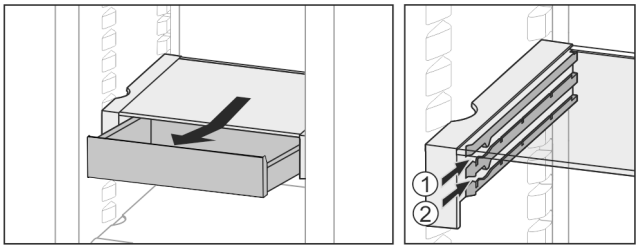

Fig. 21
▶ L'insérer à n'importe quelle hauteur *Fig. 21 (1)* ou *Fig. 21 (2)*.